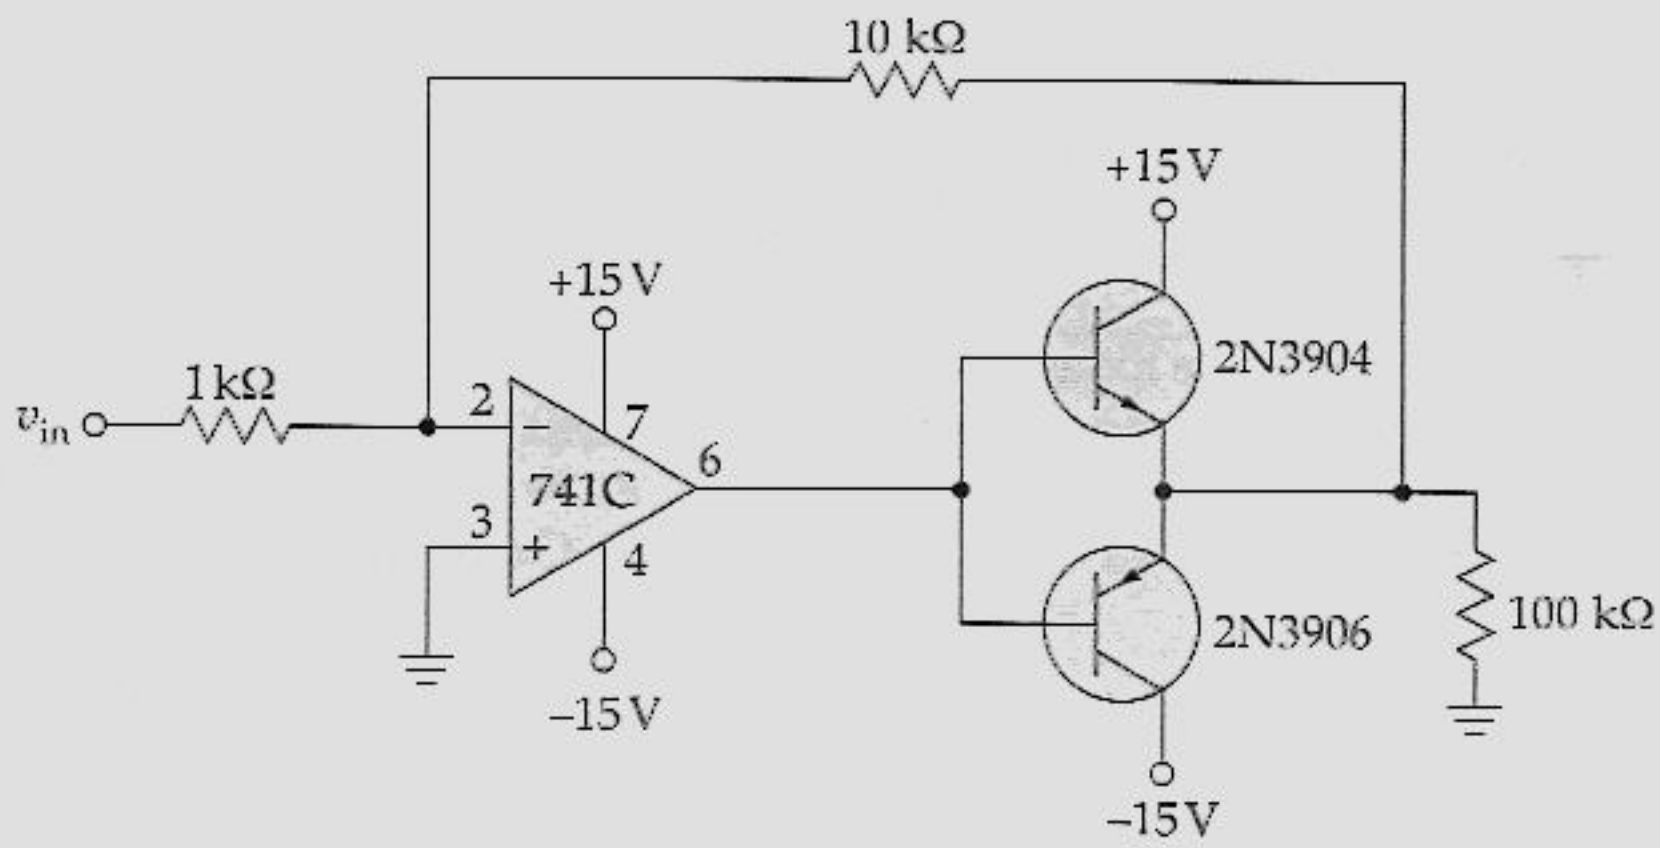

Figura 20.47
20.27 O que tipicamente aconteceria com a tensão de saída do circuito da Figura 20.47 se o resistor de 10 kΩ abrisse?
20.28 Para uma v_{in} de 5 V no circuito da Figura 20.47, não há corrente através da carga. Cite, pelo menos, três causas possíveis.
20.33 O transistor da Figura 20.47 tem um $\beta_{cc} = 75$. Se v_{in} é 0,5 V, qual é a corrente de base do transistor em condução?
20.34 Na Figura 20.47, v_{in} é 1 V. Calcule o valor aproximado da corrente de carga.
20.35 Qual a menor resistência de carga que pode ser utilizada no circuito da Figura 20.47 se a tensão de entrada for de 1 V?